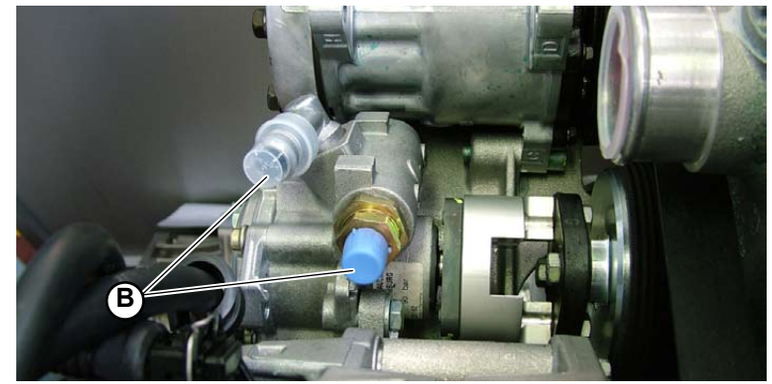

Fig.2
4. Reconnect the hydraulic fluid pipes to the pump (**B-Fig.2**); the circuit is self-bleeding; activate the Lifting System or turn the steering wheel twice to carry out the bleeding.